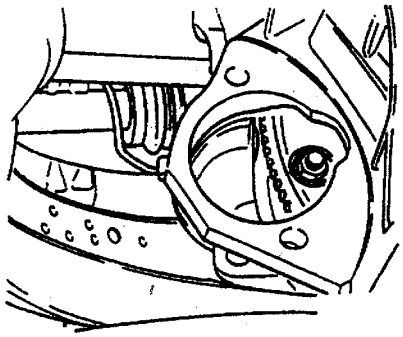

图 3－30
(6) 安装发动机/变速器下部固定螺栓。
(7) 如图 3－30 所示，安装变矩器的螺母。